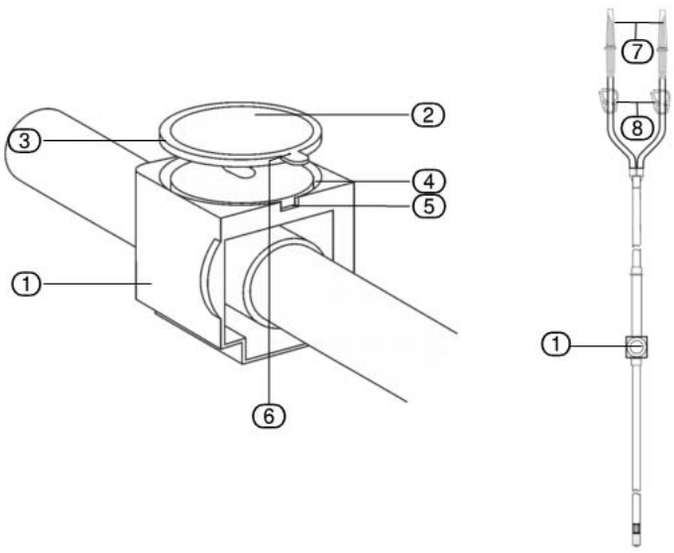

Fig. 9-2 Pressure chamber membrane and its position
1. Before cleaning: Carefully remove the membrane ② from the pressure chamber ① (see Fig. 9-2 "Pressure chamber membrane and its position"). This is done by pulling the strap of the membrane ⑥ towards the top. Make sure not to damage the membrane. Damaged membranes must be replaced.
1. If necessary, remove the protective caps of the spikes (7) (see Fig. 9-2 "Pressure chamber membrane and its position").
2. Open the tube clamps (8).